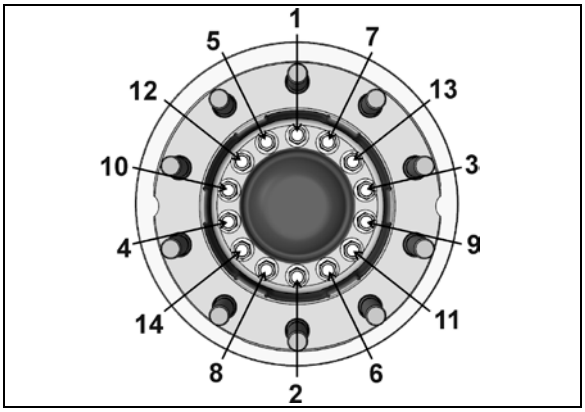

**FIGURE 16: HUB FLANGE HEX CAP SCREW TIGHTENING SEQUENCE**
12. Secure hub flange and rotor to unitized hub bearing using 14 new cap screws (single-use only). Refer to FIGURE 16 for tightening sequence.